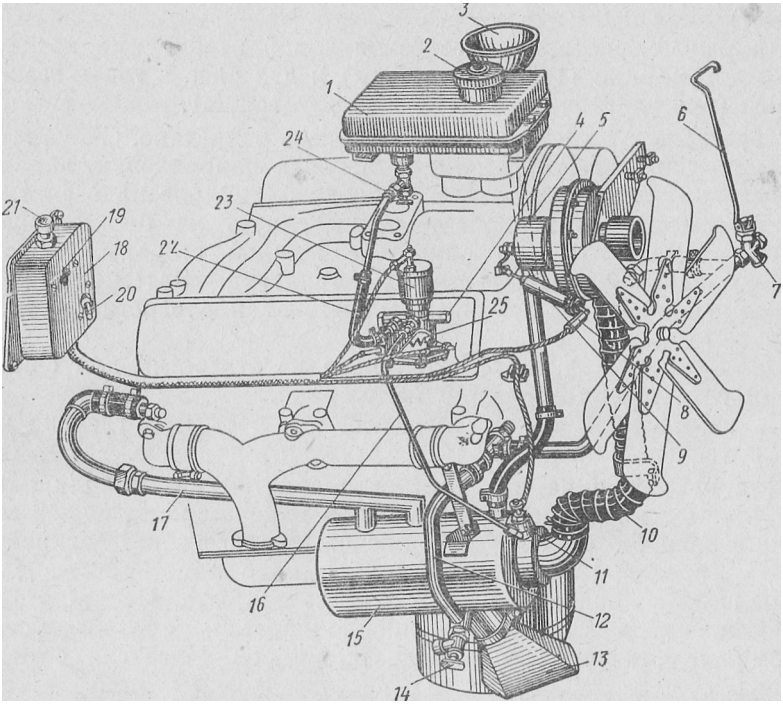

Рис. 37. Подогреватель:
Подогреватель может прогревать двигатель, система охлаждения которого заполнена водой или антифризом. Он установлен на двигателе с правой стороны и представляет собой неразборный котел *15* (рис. 37), состоящий из камеры сгорания, жаровой
Воду из системы охлаждения необходимо сливать через край радиатора, кран *14* (см. рис. 37) котла и кран 7 трубопровода, повернув ручку ***6*** управления краном; при этом необходимо открывать пробку радиатора или расширительного бачка. При на-
3. Открыть пробки радиатора и заливной воронки подогревателя, закрыть кран *14* (см. рис. 37) котла и кран 7 трубопровода подогревателя.
7. Кран *24* (см. рис. 37) питания подогревателя открывают только на время работы подогревателя. В остальное время его следует держать плотно закрытым.